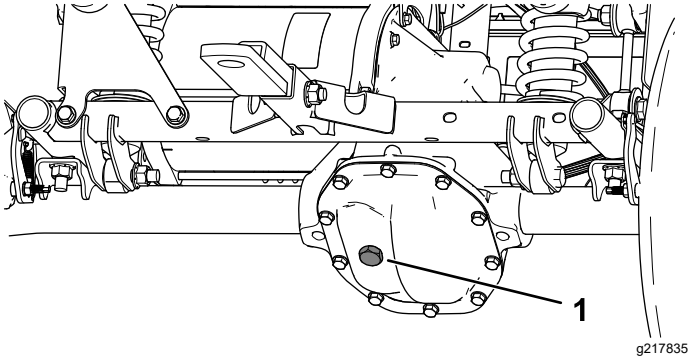

Figur 50
4. Fjern påfyldningsproppen på transakslen (Figur 50).
5. Hvis væskestanden er lav, skal du fjerne påfyldningsproppen og påfylde den angivne væske, indtil den løber ud af hullet (Figur 50).
4. Fjern påfyldningsproppen på gearkassen, og påfyld gearkassen med den angivne væske, indtil den løber ud af påfyldningshullet (Figur 50).